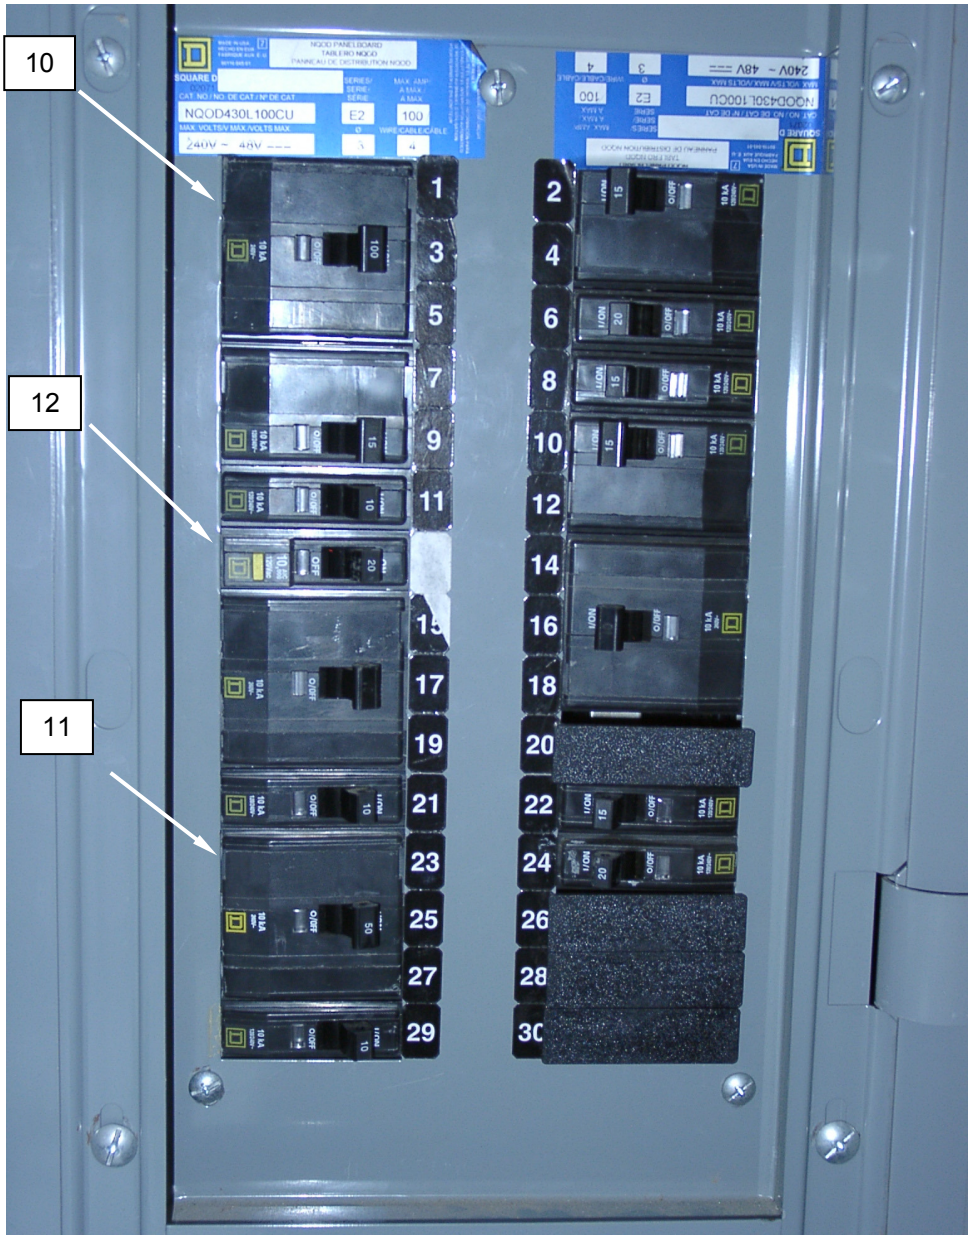

Figure 6. Operation in Severe Cold Conditions – Circuit Breakers.
13. Switch main breaker No. 1, 3, 5 **(Figure 6, Item 10)**, 60 A service breakers No. 23, 25, 27 **(Figure 6, Item 11)**, and internal lighting breaker No. 11 **(Figure 6, Item 12)** ON in order to provide internal lighting.